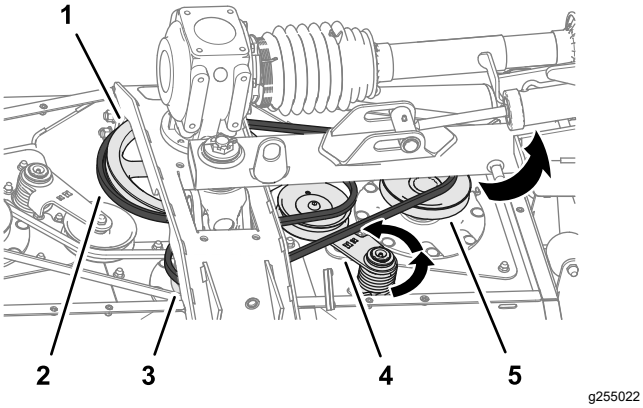

Figur 65
2. Använd en kofot eller ett liknande verktyg för att rotera den långa remmens remspännare motsols och dra av remmen från spännlocksremskivan (Figur 65).
3. Dra av den långa remmen från drivremskivan, mittspindelremskivan och den högra spindelremskivan (Figur 65).